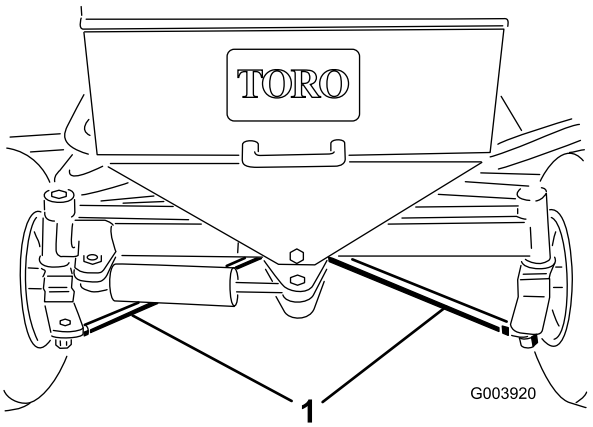

**Figuur 65**
2. Draai de contramoeren aan beide spoorstangeinden los (Figuur 65).